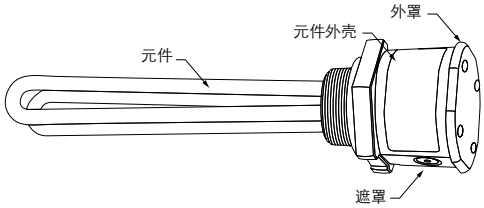
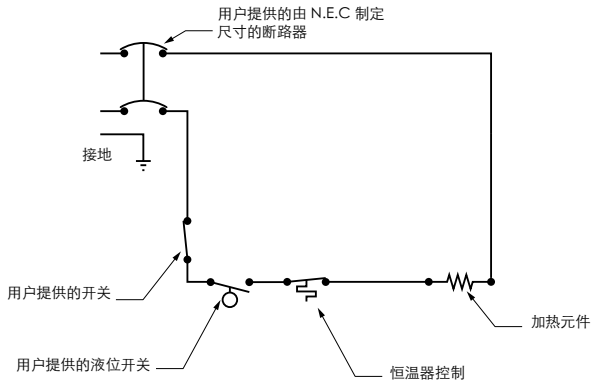
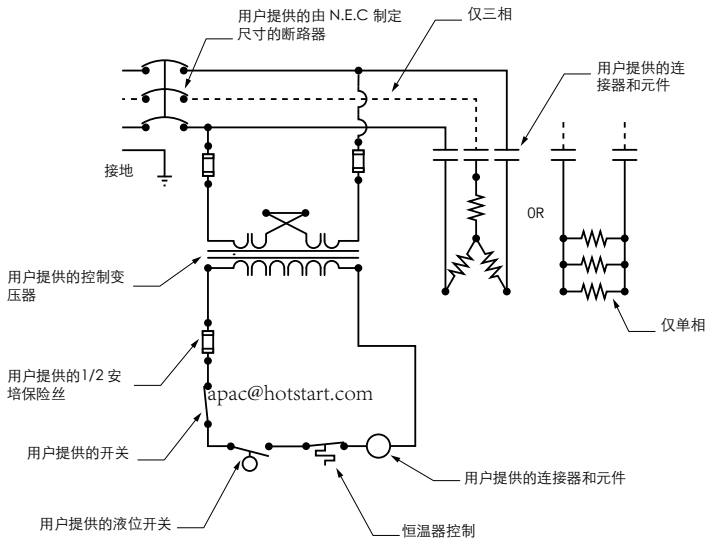

图 1。典型的防风雨工业浸入式加热器及其组件（上方）。
图 5。未配备用户提供接触器或控制变压器的接线原理图。该原理图适用于不超过恒温器安培数限值的单相加热器。
图 6。显示带控制回路的元件连接器和变压器的接线原理图。该原理图适用于超过恒温器安培数限值的单相加热器和额定电压超过 240 伏特的加热器。
➤ 如果您的浸入式加热器为**单相**，而且额定电压为 **120、208、240、277、480 伏特**，确定您的加热器是否需要接触器来完成安装：（详见下页图 1、图 5、图 6。）
- 必须同时使用用户提供的连接器和控制变压器来完成您加热器的安装。见图 6。
- 必须使用用户提供的控制变压器和连接器来完成您的加热器安装。见图 6。